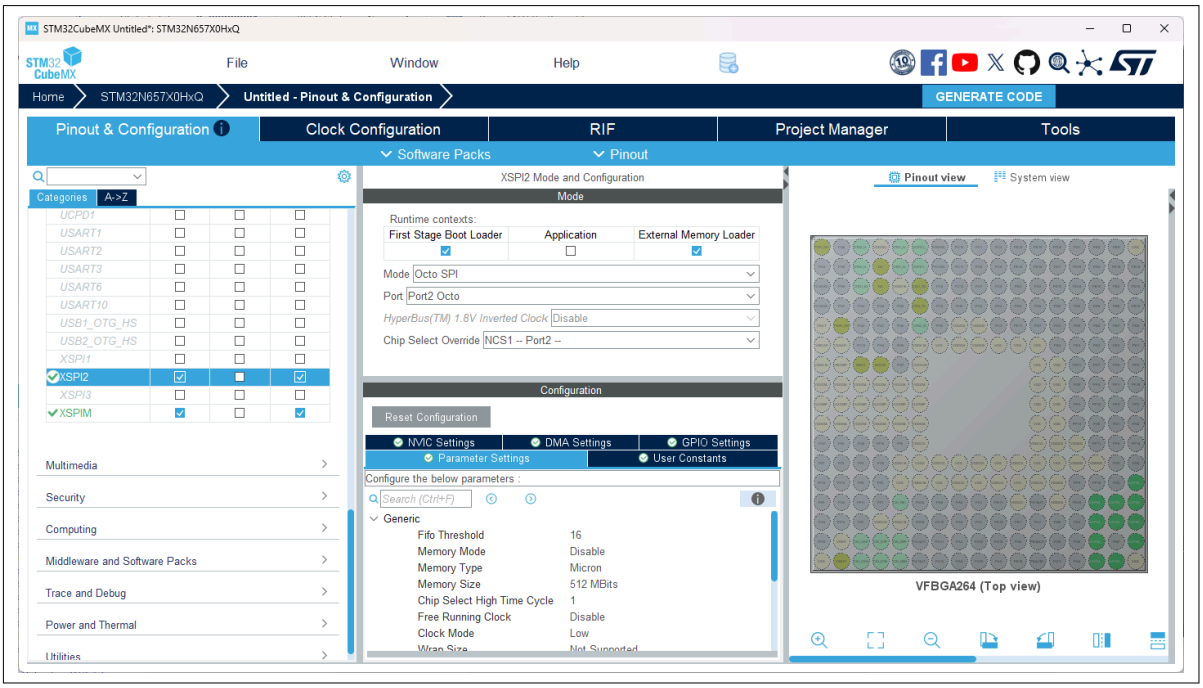

Figure 8 XSPI2 configuration window
2. Select **XSPI2** as shown in Figure 8. To use XSPI2 in the FSBL and External Memory Loader, select First Stage Boot Loader and External Memory Loader. Configure the parameters as required